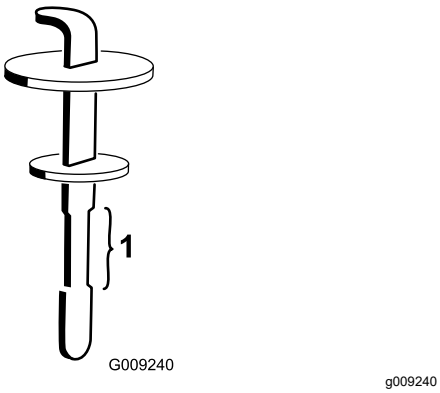

Figura 133
5. Retire la varilla del cuello de llenado y límpiela con un paño limpio. Inserte la varilla en el cuello de llenado y, a continuación, retírela y compruebe el nivel del aceite (Figura 133).